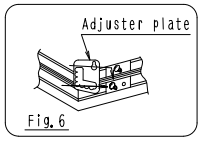
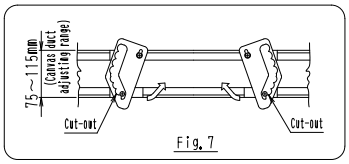

Fig. 6
Fig. 7
- The canvas duct can be adjusted in the 75~115mm range. [See Fig. 7]
b. Hook one adjuster plate on each of the 4 sets of screws tightened in step a. [Fig. 6](Orient the adjuster plater as shown in Fig. 7.)
c. Slightly raise the decoration panel and turn the adjuster plate until the gap between ceiling surface and the decoration panel closes. Make sure the cut-out on each of the adjuster plates locks onto the bottom screw. [Fig. 7]